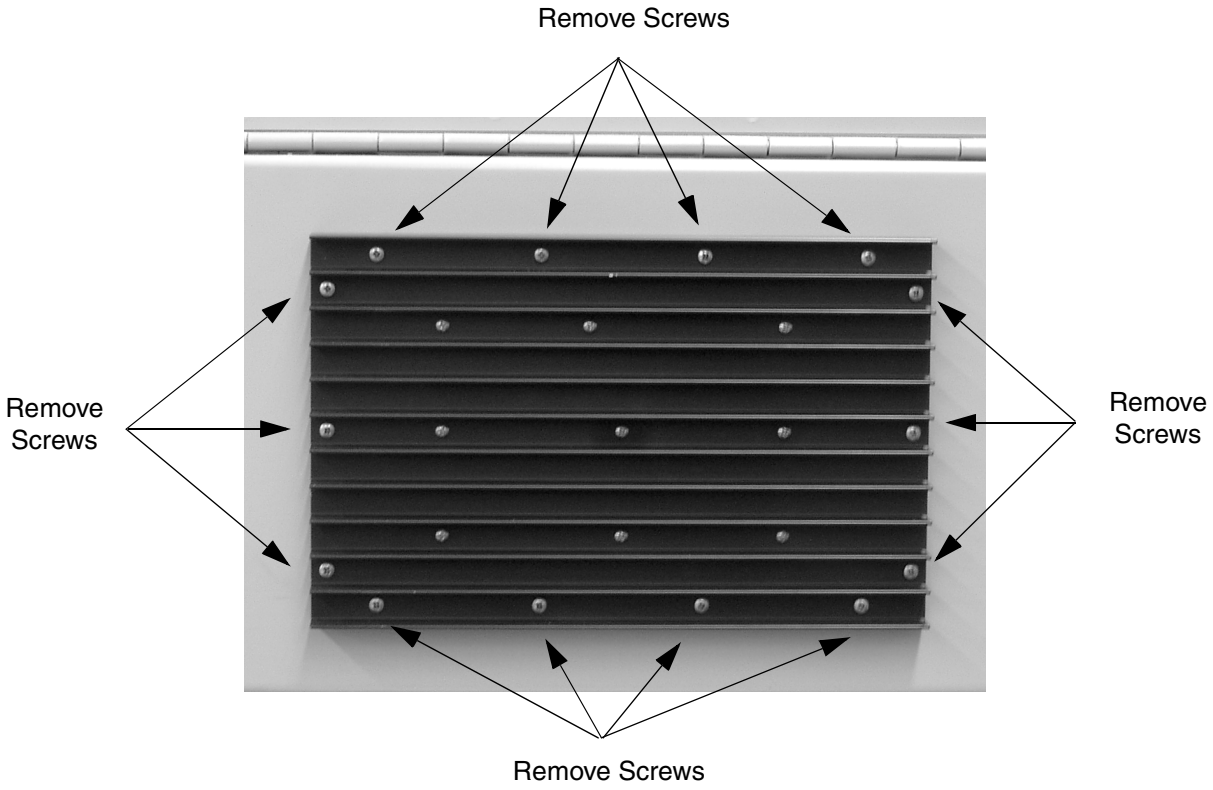

Figure 10: Remove 14 mounting screws to detach amplifier assembly from cabinet.
1) Remove the Phillips screws which hold the amplifier into place, refer to **Figure 10**. The nuts holding the screws are pressed into the cabinet and will remain in place when the screws are removed.